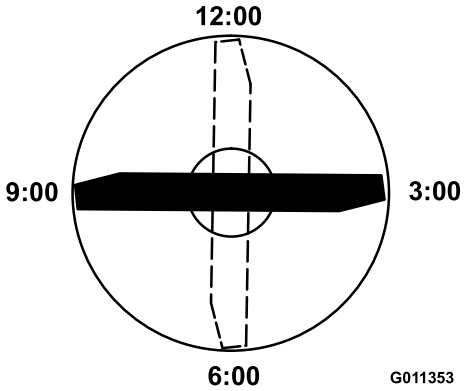

Figur 63
4. Plasser kniveggen på den merkede enden av kniven i stillingen tilsvarende klokken 12 (rett foran i klipperetningen) (Figur 63) og mål høyden fra bordet til kniveggen.
5. Roter den merkede enden av kniven til stillingene tilsvarende klokken 3 og 9 (Figur 63) og mål høydene.